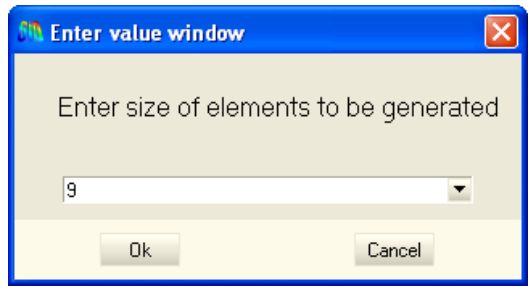

Figure 28. The window in which the maximum element size is entered
2. A window comes up in which to enter the maximum element size of the mesh to be generated (Figure 28). Leave the default value given by GiD unaltered and click **OK**.